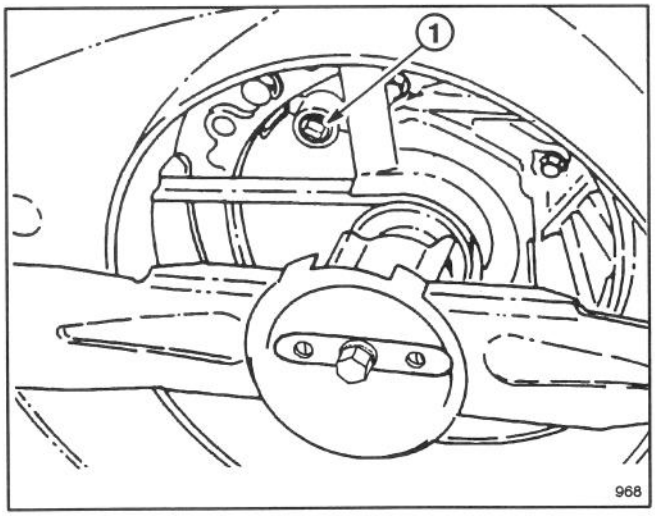

Figure 17
3. Tip mower on its left side. Remove drain plug from underside of mower using a 3/8" socket extension with a wrench for turning (Fig.17). Place a drain pan under mower.